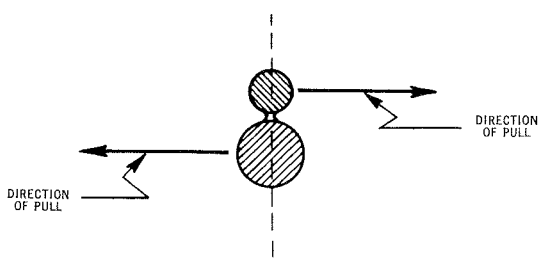

Fig. 4
5.03 To separate the support wire from the conductor at terminating locations or for making building runs, slit the web for approximately 2 inches using diagonal pliers. To complete the separation, pull the support wire and conductors in a slow, steady manner in opposite directions; at right angles to the major crossectional axis of the wire (See Figure 4).